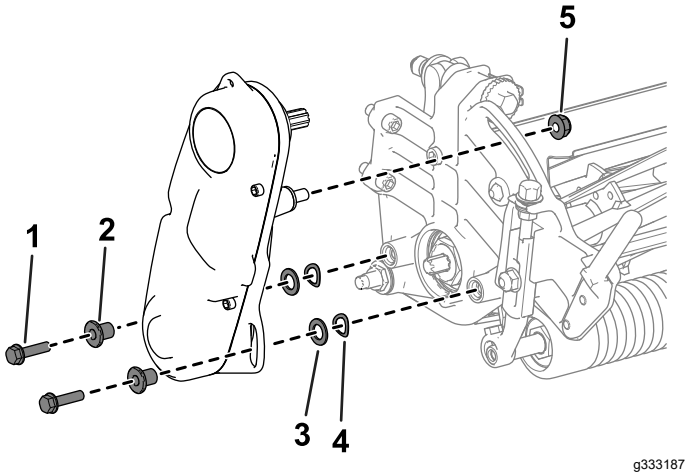

**Figuur 43**
2. Verwijder het bevestigingsmateriaal waarmee de aandrijving van de messenkooi aan de zijplaat is bevestigd (Figuur 43).
3. Verwijder de aandrijving van de messenkooi, de platte ringen, de veerringen en afstandsstukken van de zijplaat (Figuur 43).